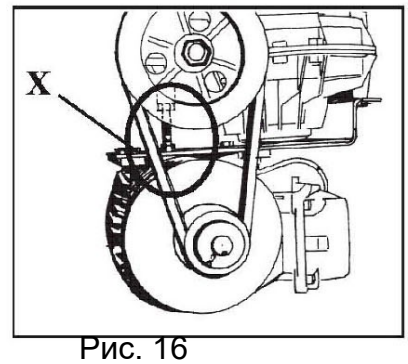

Рис. 16
- С помощью специального регулировочного болта X на опоре двигателя отрегулируйте натяжение приводного ремня. (рис.16)